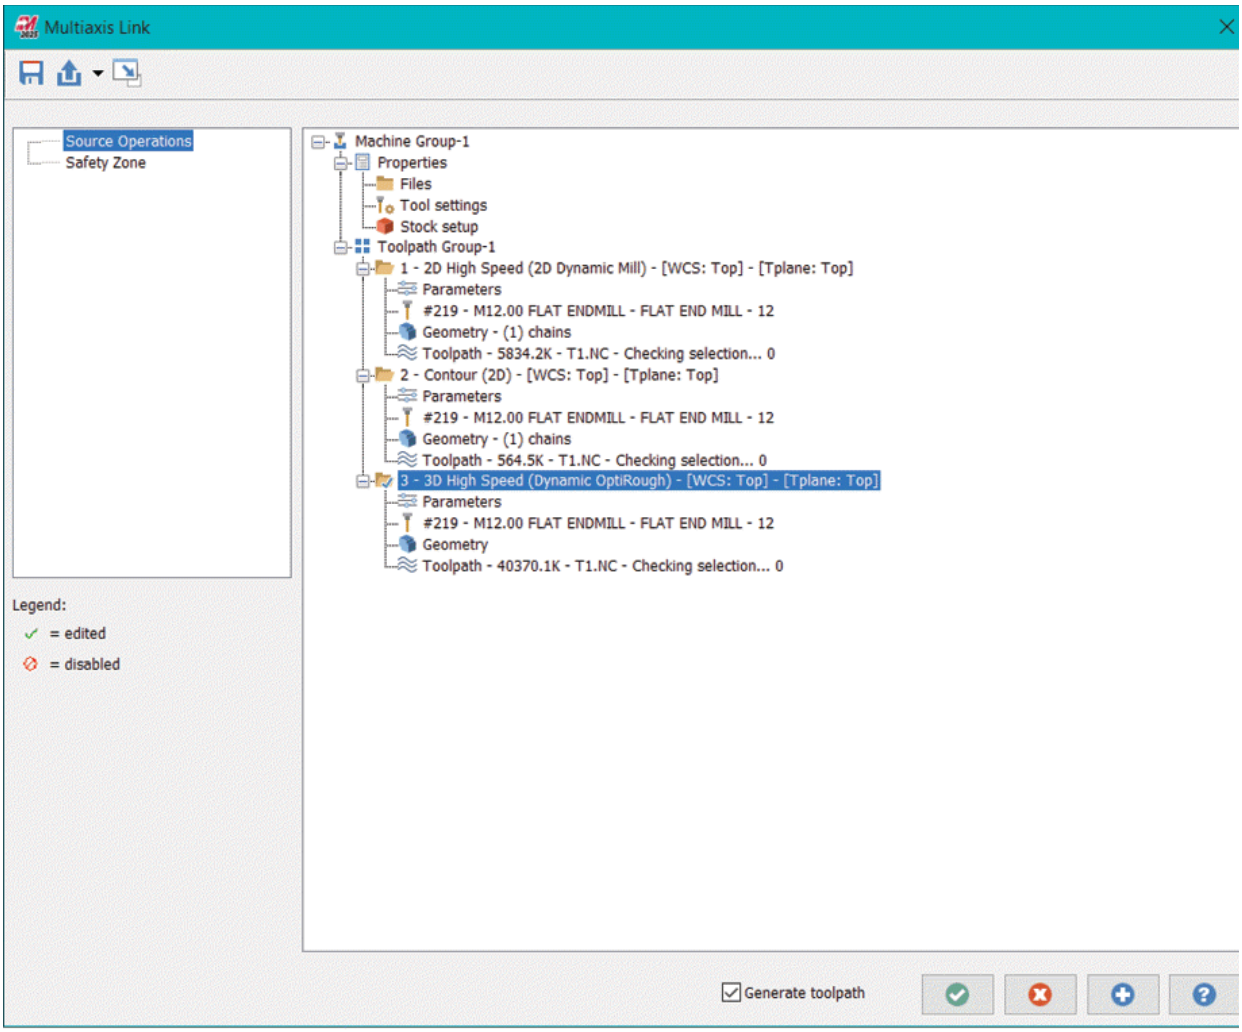

Figure-15. Multiaxis Link dialog box
- Click on the **Multiaxis Linking** tool from the **Utilities** panel in the **Toolpaths** tab of the **Ribbon**. The **Multiaxis Link** dialog box will be displayed; refer to Figure-15.